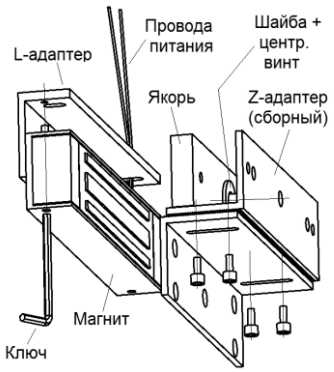

Рисунок 2 – Применение ZL-адаптера
- На место комплектной планки прикрепить корпус электромагнитного замка с помощью двух винтов, предварительно пропустив в соответствующий паз провода питания замка (см. рисунок 2);
- Из двух уголков собрать Z-адаптер для якоря замка (сборка по рифлёным поверхностям) при помощи четырёх винтов с внутренним 6-гранником из крепежного комплекта (см. рисунок 2);